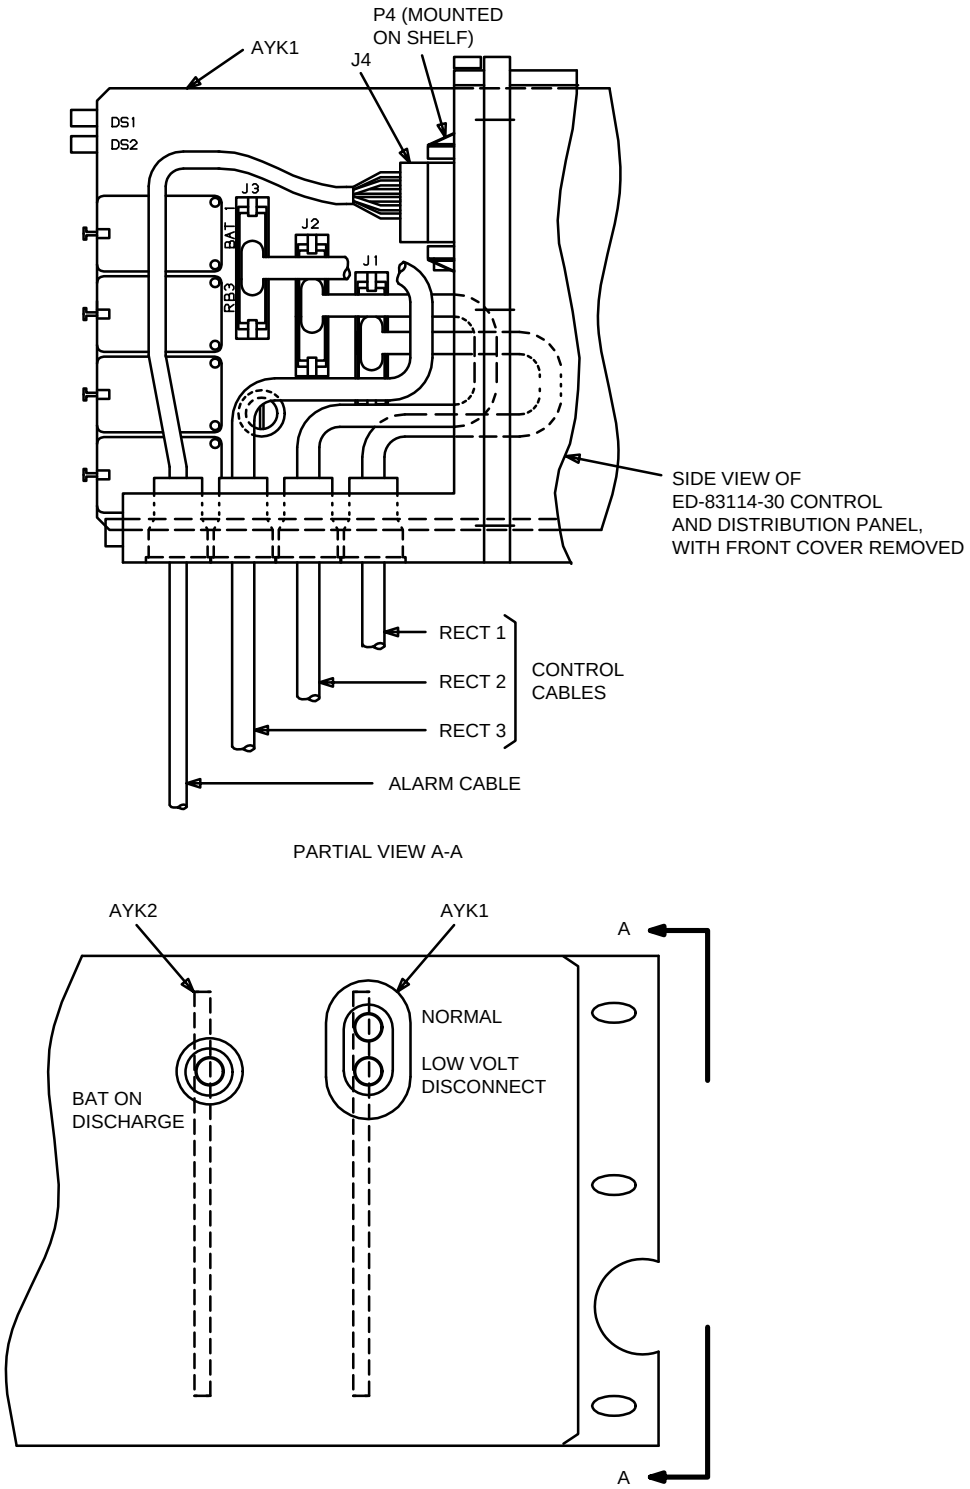

**Figure 3 – AYK1 Circuit Pack Mounted in Control & Distribution Panel**
6. Unseat (but do not remove) AYK1 circuit pack [Figure 3]. Verify rectifier control cables are connected with connectors firmly seated in **J3**, **J2**, and **J1** sockets [Figure 3].
8. On right-hand side of shelf [Figure 3], verify alarm cable is connected with **J4** connector firmly seated in **P4** socket [Figure 3].